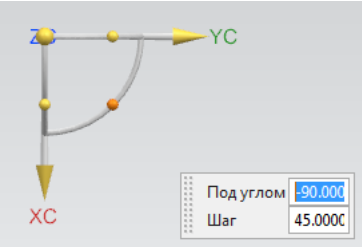

Рисунок 4. Поворот РСК
Построение пустоты в матрице проведём при помощи построения контура кривыми, Для этого сделаем вид сверху. Будем работать с рабочей системой координат (РСК), для этого базовую скроем и нажмём клавишу (W). Повернём РСК так как нам удобно, ось Y горизонтально, ось X вниз, рисунок 4.